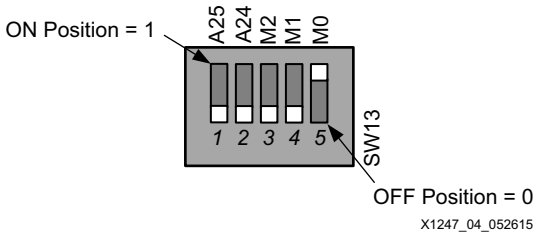

Figure 4: **KC705 SW13: Mode Pin Settings**
1. Ensure that the appropriate configuration mode (Master SPI) is selected for switch SW13 on the KC705 board as shown in Figure 4. For SPI configuration mode, mode pins M[2:0] are set to `001`.